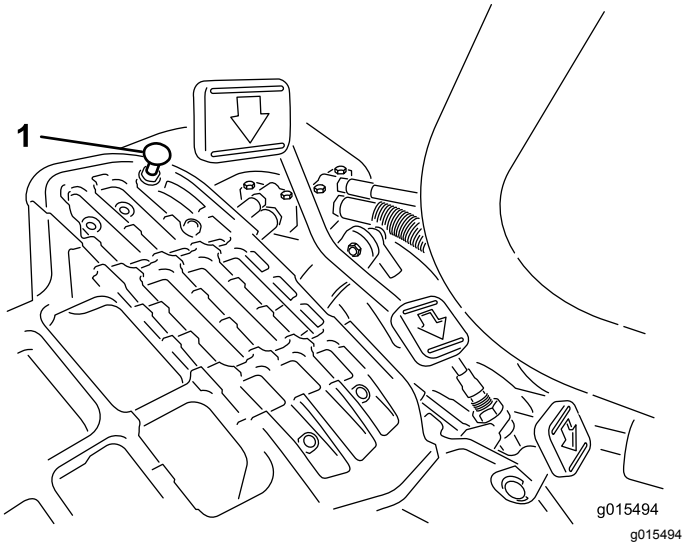

Figur 45
For å oppnå maksimal transporthastighet må du sette styrespaken i TRANSPORT-stilling og trykke inn trekkpedalen. Utfør følgende justeringsprosedyre hvis pedalen kommer i kontakt med stopperen (Figur 45) før du kjenner spenning i kabelen:
1. Sett styrespaken i TRANSPORT-stillingen og løsne på låsemutteren som fester pedalstopperen til gulvplaten (Figur 45).